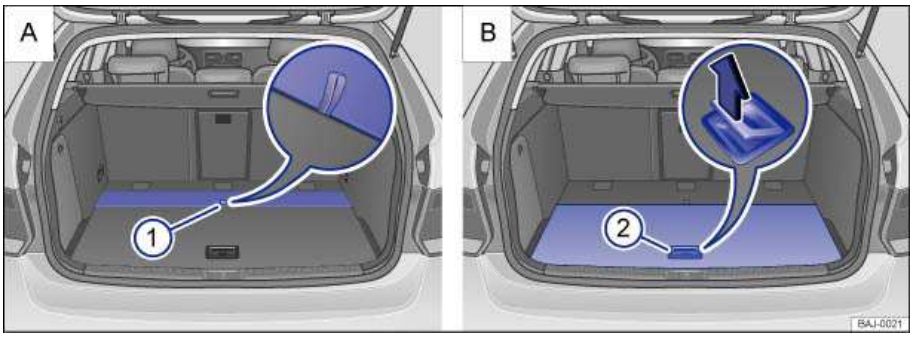

**Fig. 103** In the luggage compartment: Opening the luggage compartment floor.
- To *open* the luggage compartment floor, lift it by the loop ⇒ fig. 103 **A** (1). Hold the luggage compartment floor in this position.